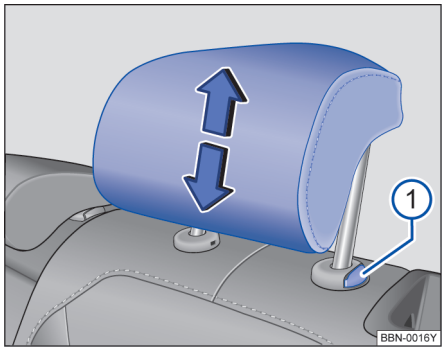

图 40 调整后排头枕
- 按住按钮⇒图 40①，同时沿箭头方向上推或下压头枕即可将头枕调整至合适高度⇒⚠。